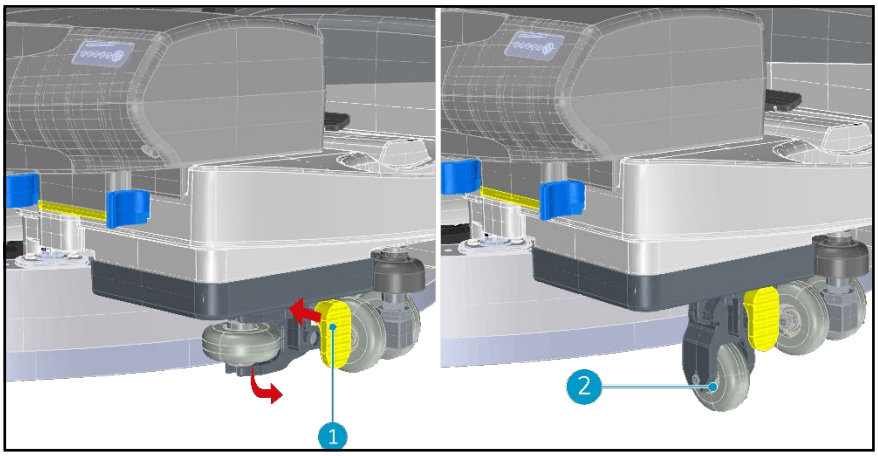

Figur 20C
2. Skyv spaken (figur 20C, pos. 1) ved å følge pilen .
3. Trekk løftesettet ned. Hjulet vil gå ned (figur 20C, pos. 2).